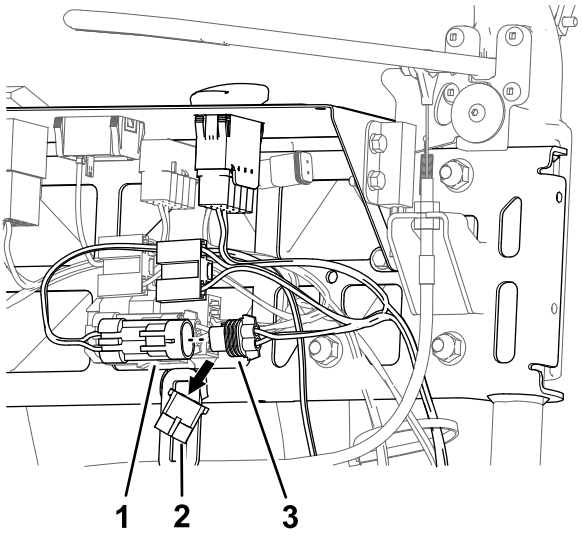

Figur 18
1. Foran på konsollen fjerner du pluggen fra maskinledningssatsens kontakt med to sokler (Figur 18).
2. Koble LED-lysledningssatsens kontakt med to pinner til maskinledningssatsens kontakt med to sokler (Figur 18).